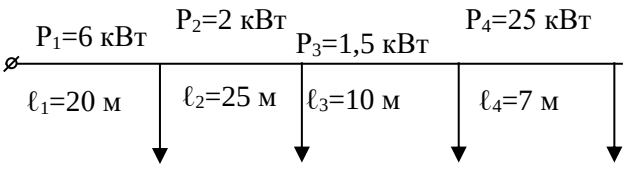

Рис.3
6. Определить сечение проводов в осветительной двухпроводной линии, расчетная схема которой приведена на рис. 3 Номинальное напряжение линии 220 В. Провода алюминиевые. Допустимые потери напряжения в линии 2,3 %.